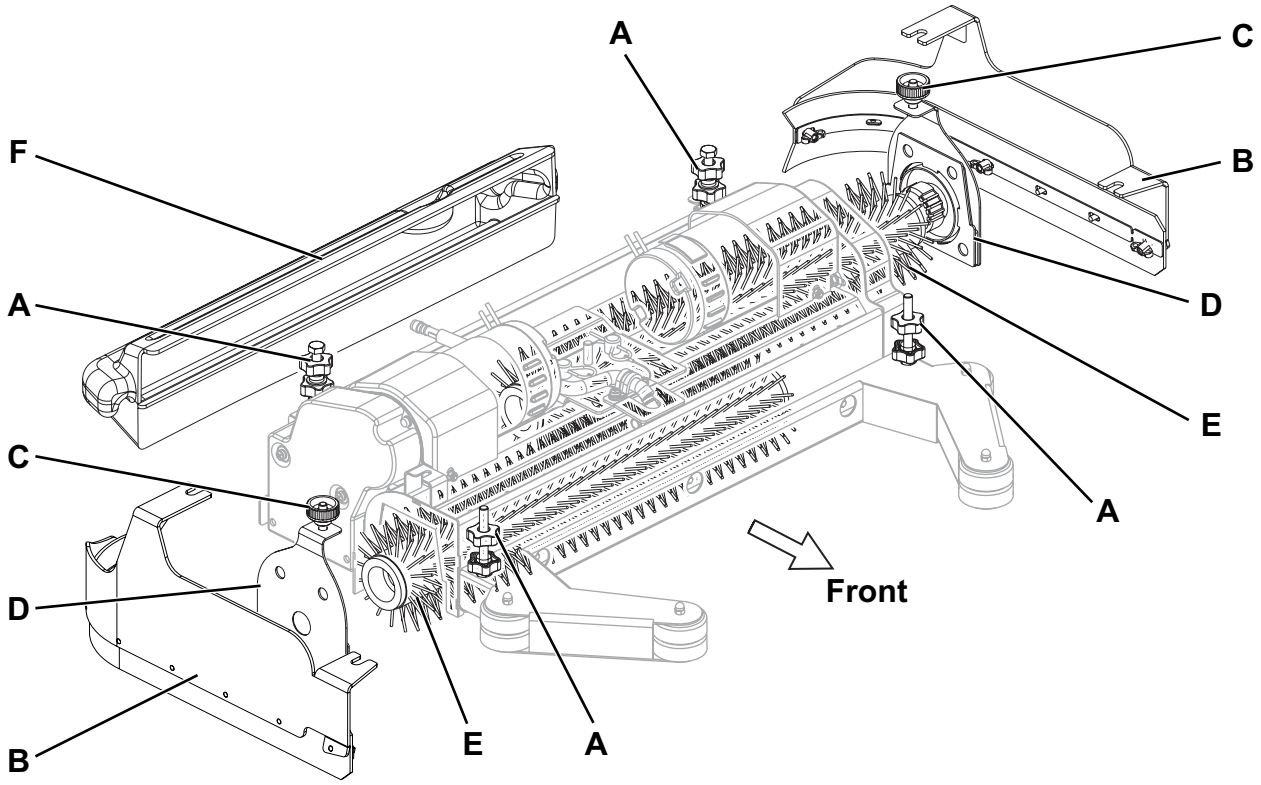

Abbildung 2
2. Kopf durch Betätigen der One-Touch-Taste (67) anheben.
3. Zündschlüssel (58) in Stellung 0 drehen und abziehen.
4. Auf beiden Geräteseiten Knöpfe (A, Abb. 2) lösen und die seitlichen Schmutzfangklappenaggregate (B) entfernen.
5. Knöpfe (C) aufdrehen und Klappen (D) durch Herunterdrücken der Knöpfe entfernen.
6. Zylinderbürsten (E) einbauen oder Bürsten zur Montage der neuen Bürsten entfernen.